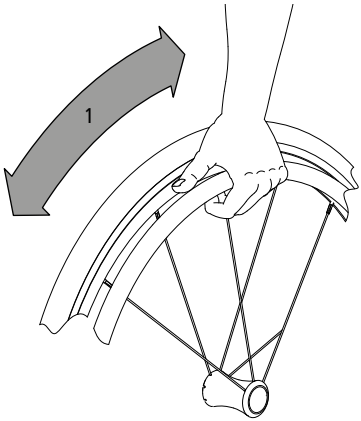

fig. 18
1. Tenir les mains courantes et déplacer les roues vers l'avant ou vers l'arrière. (1, fig. 18). Poser pour cela la main avec le pouce vers l'avant sur la main courante et les autres doigts autour de la main courante vers le poignet.